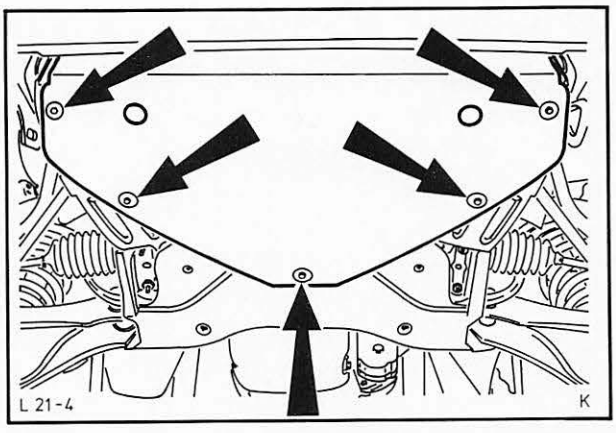

Abb. 268 Motorraum-Spritzpappe entfernen
2. Motorraum-Spritzpappe abbauen (5 Schrauben), Abb. 268, und Motoröl ablassen.